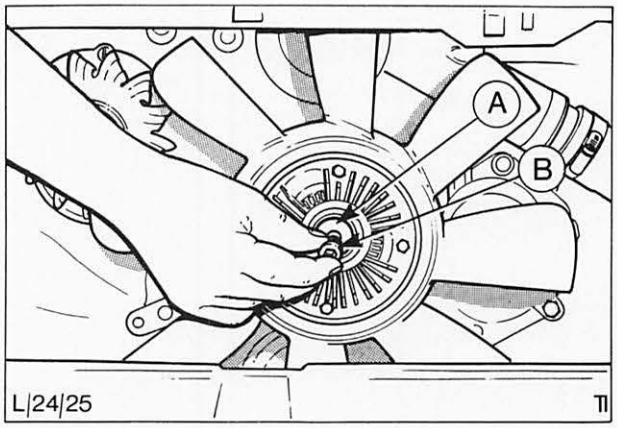

Abb. 59 Zentralschraube A und äußeren Teil der zweiteiligen Kupplung B abnehmen
4. Lüfter festhalten und Befestigungsschrauben lösen, Abb. 59 und 60. Lüfter mit Lüfterkupplung entfernen.